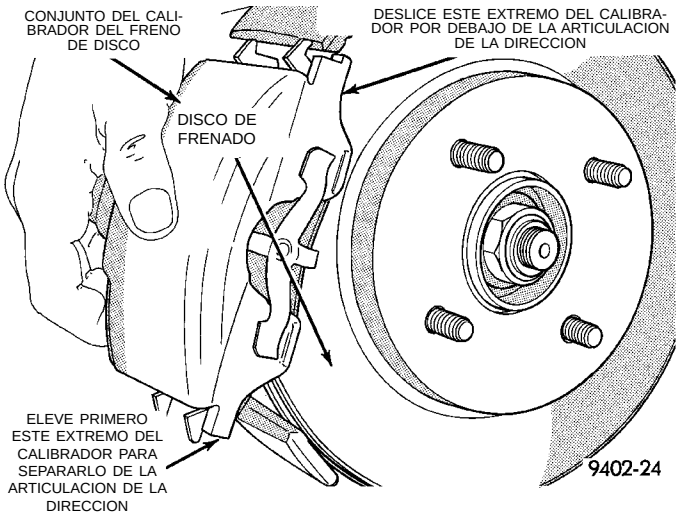

Fig. 53 Desmontaje del calibrador de freno
(4) Retire el calibrador del freno de disco de la articulación de la dirección. Para proceder al desmontaje, primero eleve la parte inferior del calibrador, alejándolo de la articulación de la dirección. Luego retire la parte superior del calibrador para extraerlo de debajo de la articulación de la dirección (Fig. 53).
(5) Instale los pernos de fijación del calibrador de freno de disco en la articulación de la dirección (Fig. 53) y apriételos con una torsión de 31 N·m (23 lbs. pie).
(6) Instale el conjunto de rueda y neumático delantero. Coloque las tuercas de orejetas de la rueda delantera y apriételas con una torsión de 135 N·m
(8) Baje el vehículo.